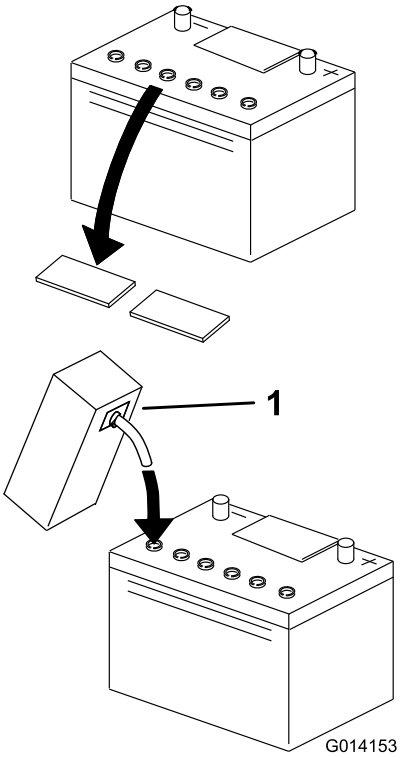

Figur 4
4. Rengjør toppen av batteriet og fjern utluftingshettene (Figur 4).
5. Fyll hver celle forsiktig med elektrolytt til korrekt nivå (Figur 4).
9. Om nødvendig, fyll hver celle til korrekt nivå (Figur 4).